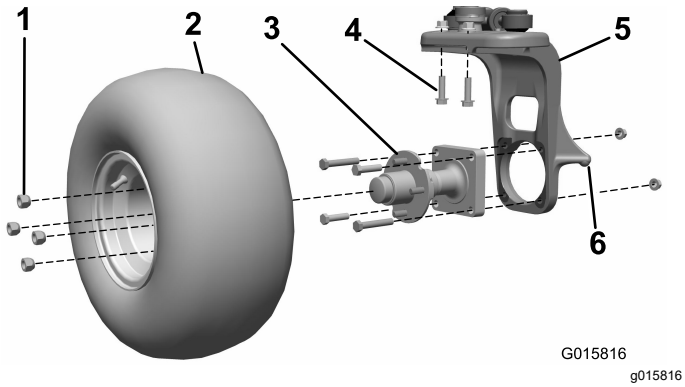

Figura 1
1. Eleve a unidade no ponto de elevação da forquilha da roda giratória (Figura 1).
2. Remova o conjunto da roda do cubo da roda. Guarde as porcas das rodas (Figura 1).
3. Retire os quatro parafusos e duas porcas que prendem o cubo da roda à forquilha da roda giratória (Figura 1). Elimine todos os itens.
4. Retire os dois parafusos e duas porcas que prendem a articulação vertical da direção à forquilha da roda giratória (Figura 1). Elimine estes itens.